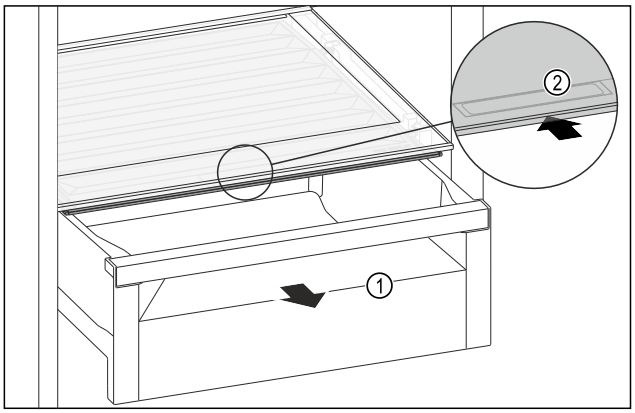

Fig. 151
▶ Pull out the drawer *Fig. 151 (1)*.
▶ Grasp the recessed grip *Fig. 151 (2)* on the compartment lid and push the compartment lid backwards at the same time.